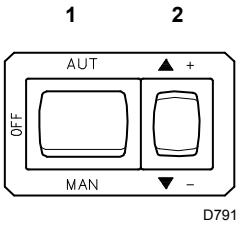

Fig. 23
– Faire démarrer le brûleur en fermant les télécommandes et en plaçant l’interrupteur 1) (Fig. 23) sur la position “MAN". Dès que le brûleur démarre, contrôler le sens de rotation de la roue du ventilateur par le viseur flamme 22) (Fig. 1 page 8).
– Lorsque le fioul déborde de la vis 3), la pompe est amorcée. Refermer le brûleur: interrupteur 1) (Fig. 23) sur “OFF” et serrer la vis 3).
Appuyer sur le bouton 2) (Fig. 23 page 21) " diminution de la puissance " et le maintenir enfoncé jusqu'à ce que le servomoteur arrive à 20° (réglage fait en usine).
Après avoir réglé le débit d'allumage et de modulation minimum, régler le débit maximum en appuyant sur le bouton 2) (Fig. 23, page 21) et en le tournant vers le signe "+" jusqu'à ce que le servomoteur 28) (Fig. 1, page 8) atteigne la position maximum de 130°.
Appuyer légèrement sur le bouton 2) (Fig. 23, page 21) "augmentation de la puissance" afin que le servomoteur pivote d'environ 15°. Régler les vis pour obtenir une combustion parfaite. Procéder de la même façon avec les vis successives.